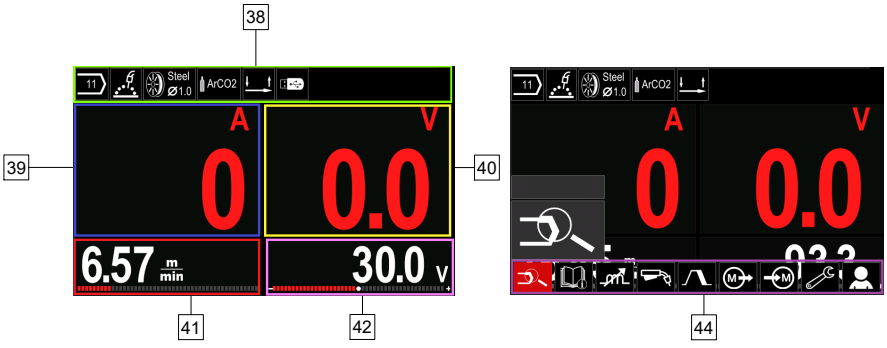
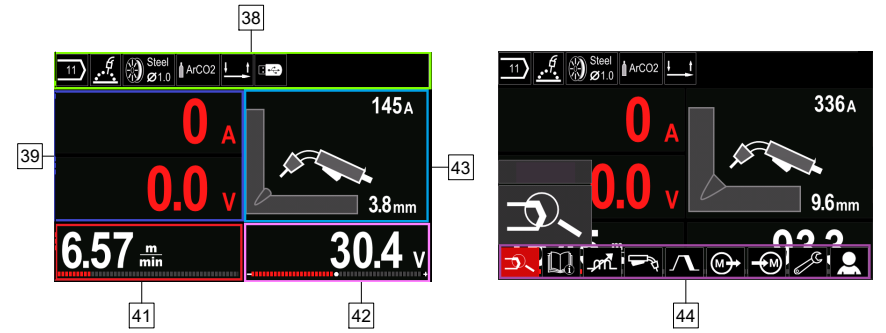

Figure 7.
Figure 8.
- Basic view (Figure 7.)
- PRO view (Figure 8)
- Select one of the view (Basic– Figure 7 or PRO – Figure 8).